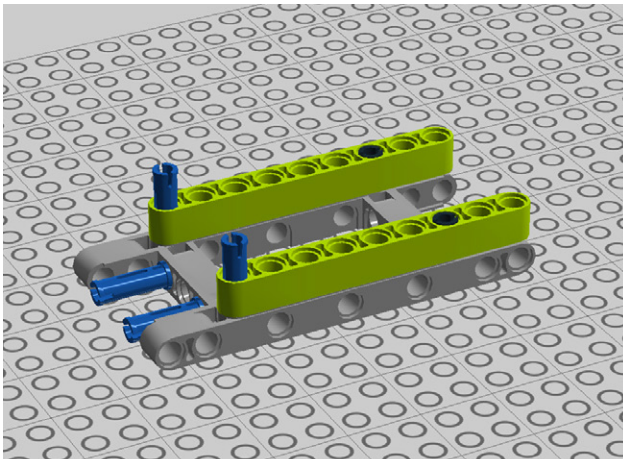

Figure 7-22. *Step 15: Adding two beams*
15. Add two beams (see Figure 7-22).